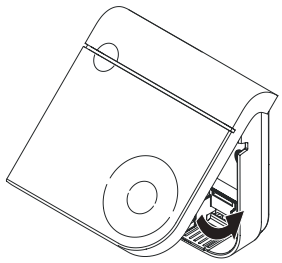

Rys. 52 - Zamknij i przyciśnij do chwili kliknięcia
b. Zamknij i przyciśnij, aż rozlegnie się kliknięcie (Rys. 52).